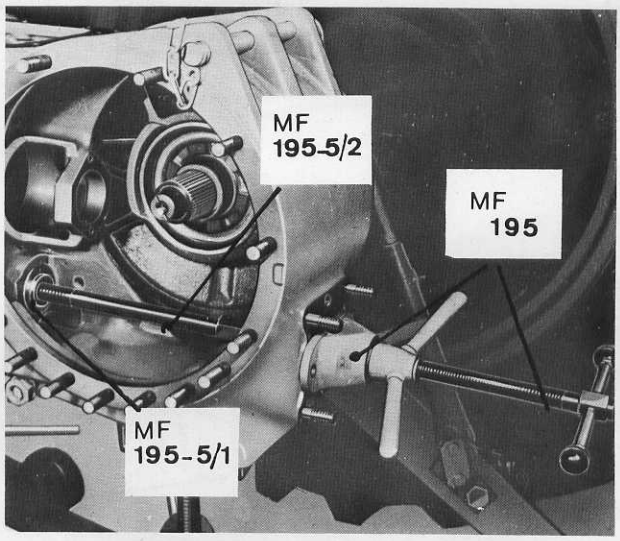

Fig. 9
- A l'AR du carter de pont, placer l'outil principal MF 195 et visser sa tige filetée dans l'écrou taraudé du 195-5/2. Voyez la figure 9.